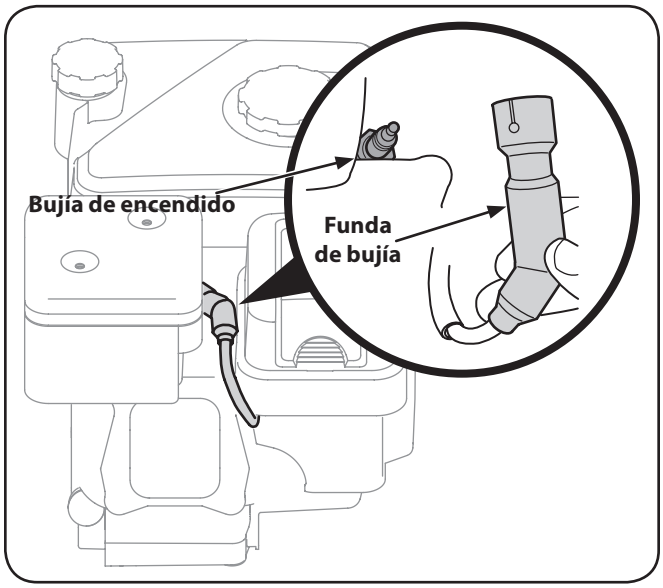

Figura 6-2
1. Desconecte con cuidado el cable de la bujía y manténgalo alejado de la misma. Consulte la Figura 6-2 para determinar dónde está la bujía.